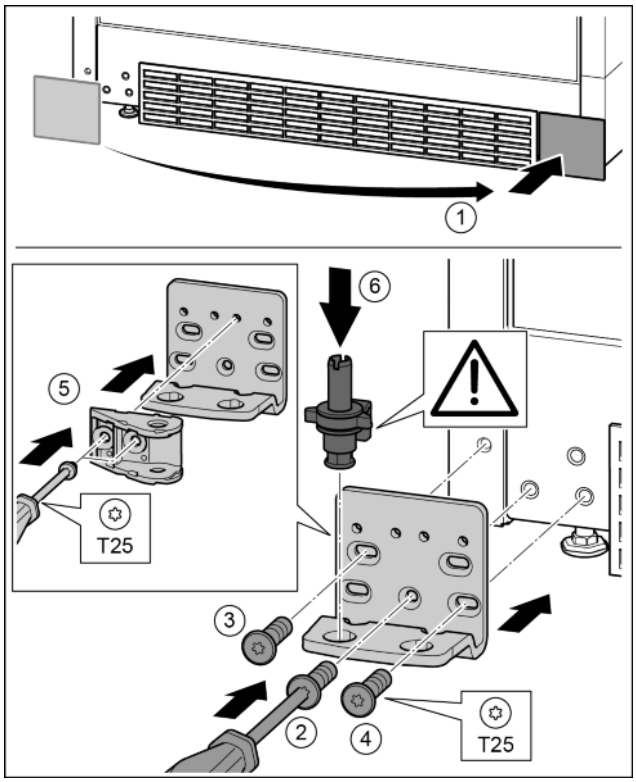

Fig. 30
- ▶ Remove the cover and fix onto the other side. *Fig. 30 (1)*
- ▶ Place the bearing bracket on the other side and screw in using a screwdriver if necessary. Start with screw 2 at the bottom in the middle. *Fig. 30 (2)*
- ▶ Screw in screws 3 and 4. *Fig. 30 (3, 4)*
- ▶ Rotate the door mount 180°. Screw in with a T25 screwdriver on the other side of the bearing bracket. *Fig. 30 (5)*
- ▶ Insert the bearing bolts completely. Ensure here that the catch mechanism points backwards. *Fig. 30 (6)*